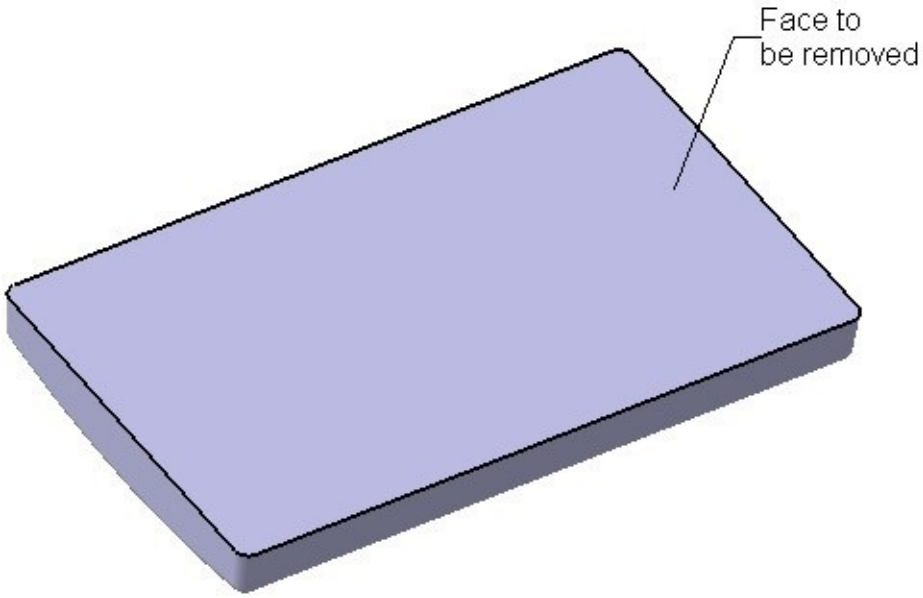

Figure 6-116 *Face to be removed*
e. Using the **Shell** tool, remove the bottom face of the model, refer to Figures 6-116 and 6-117.
2. Select the face to be removed, as shown in Figure 6-116, and set the value in the **Default inside thickness** spinner to **2**.